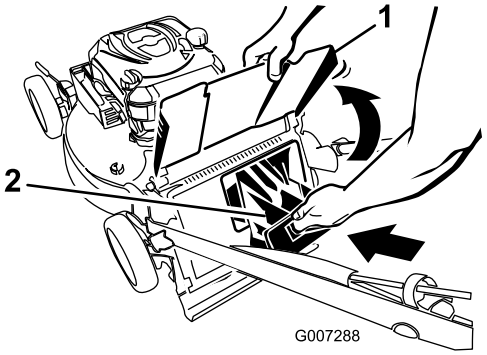

**Figuur 23**
4. Plaats de afsluiter in het achteruitwerpkanaal (Figuur 23).